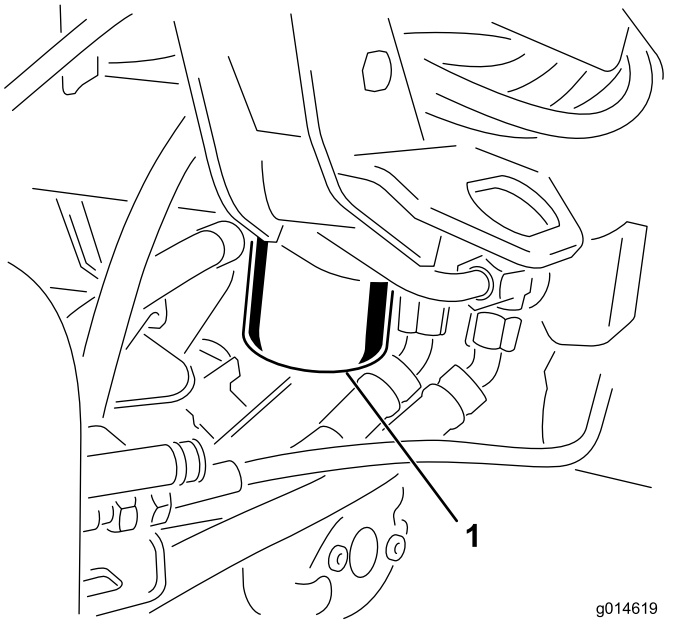

Рисунок 54
1. Очистите область вокруг места крепления фильтра (Рисунок 54). Поместите сливной поддон под фильтр, а затем снимите фильтр.